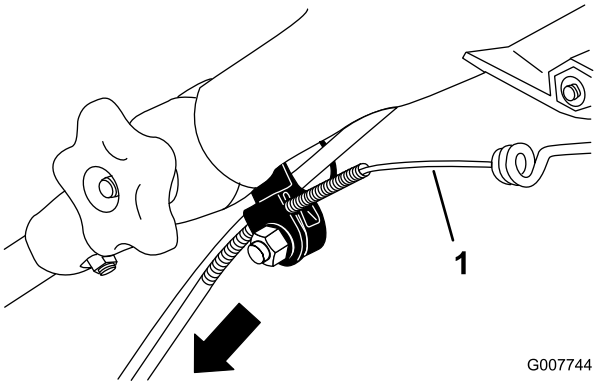

Figur 46
3. Dra kabelhöljet nedåt så att den exponerade kabeln sträcks (Figur 46).